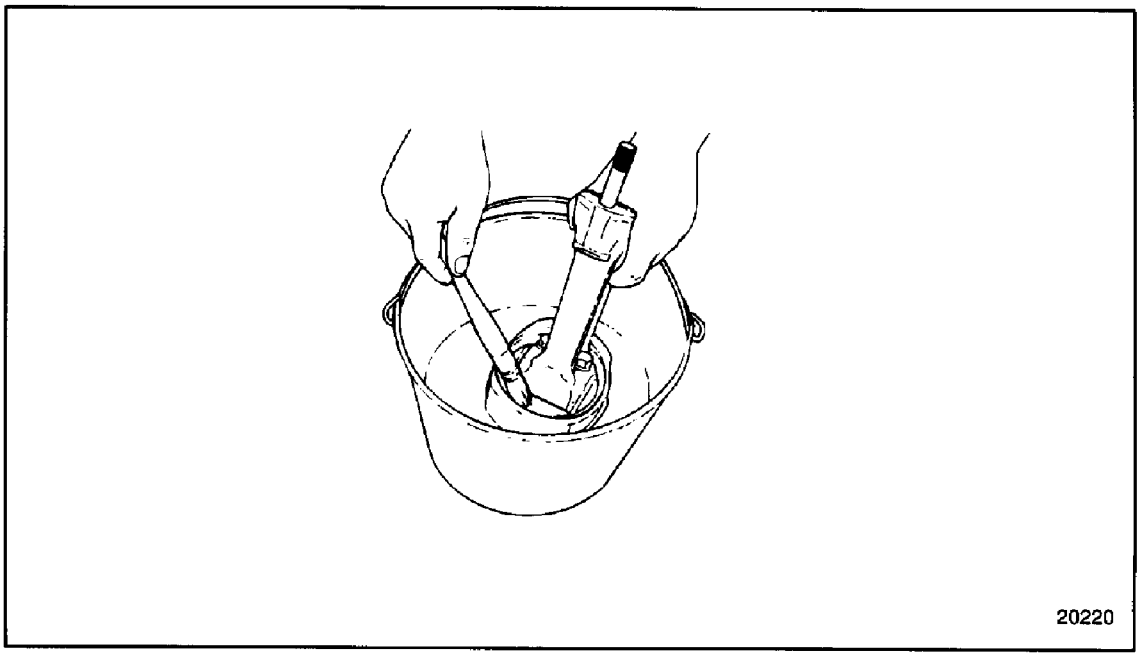

Figure 1-294 Piston and Connecting Rod Assembly Lubrication
3. Place the piston and connecting rod assembly into pan, with the dome of the piston on the bottom of the pan. See Figure 1-294.